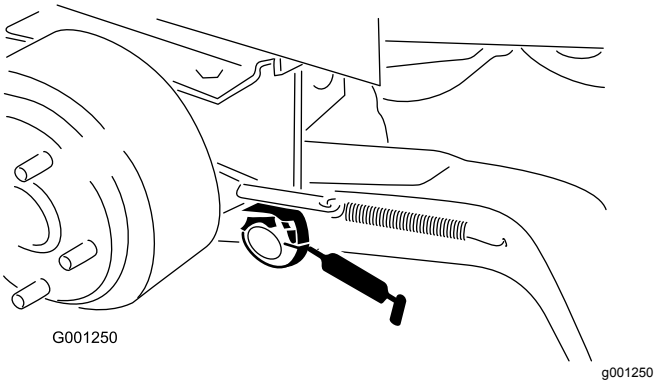

**Figur 37**
- Løftearmens drejebøsninger (Figur 37)